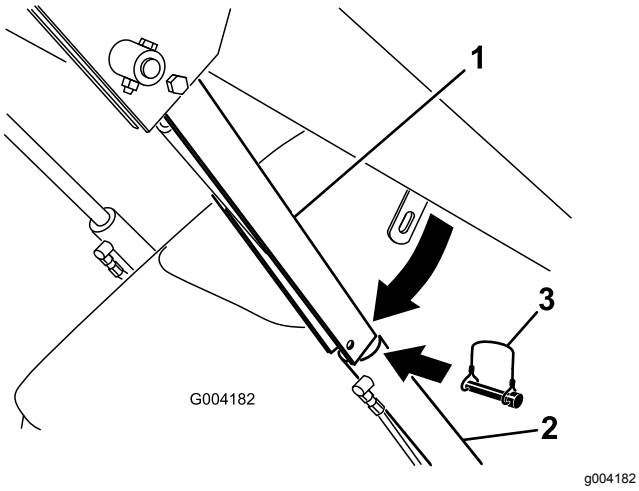

**Figur 22**
4. Ta bort hjulsprinten som håller fast cylinderlåset på lastarmen (Figur 22).
5. Sänk ner cylinderlåset över cylinderstaven och säkra den med hjulsprinten (Figur 22).